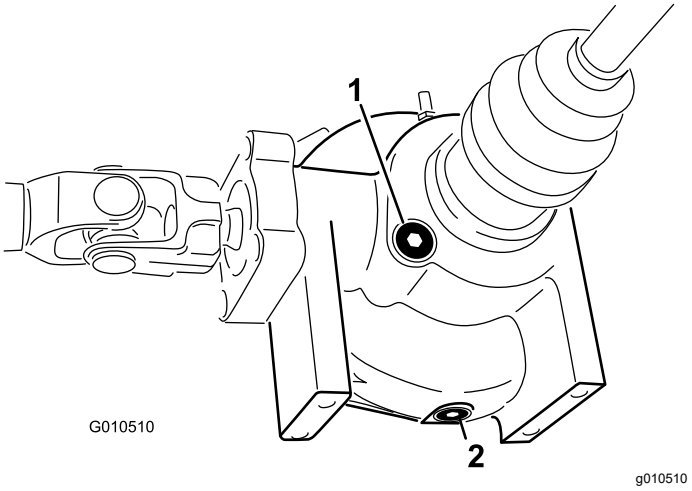

Figur 22
2. Rengör området runt påfyllnings-/kontrollpluggen på differentialens sida (Figur 22).